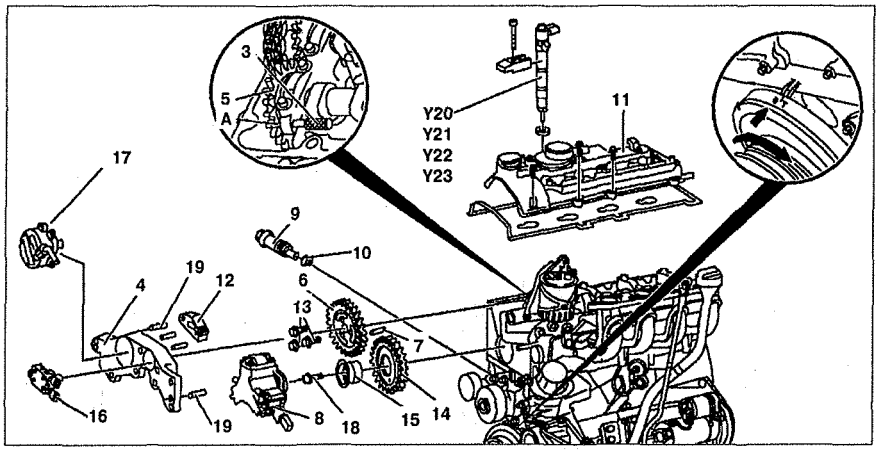

Рис. 5.58. Промежуточная шестерня топливного насоса высокого давления:
2. Снимите форсунки **Y20-Y23** (см.рис.5.58).